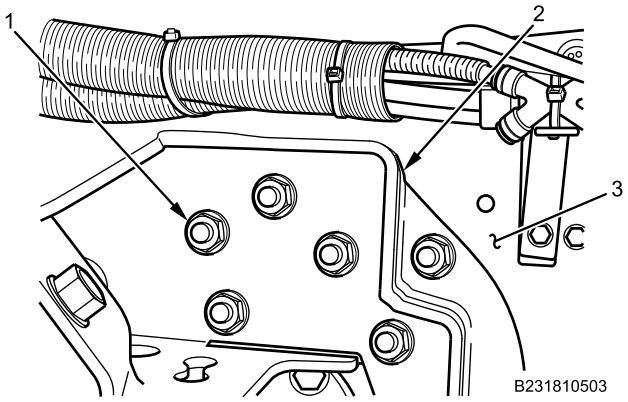

Figure 5. Left Inner Wheel Deflector.
5. With assistant, remove six remaining bolts, nuts (Figure 5, Item 1), and left wheel deflector bracket (Figure 5, Item 2) from frame (Figure 5, Item 3).